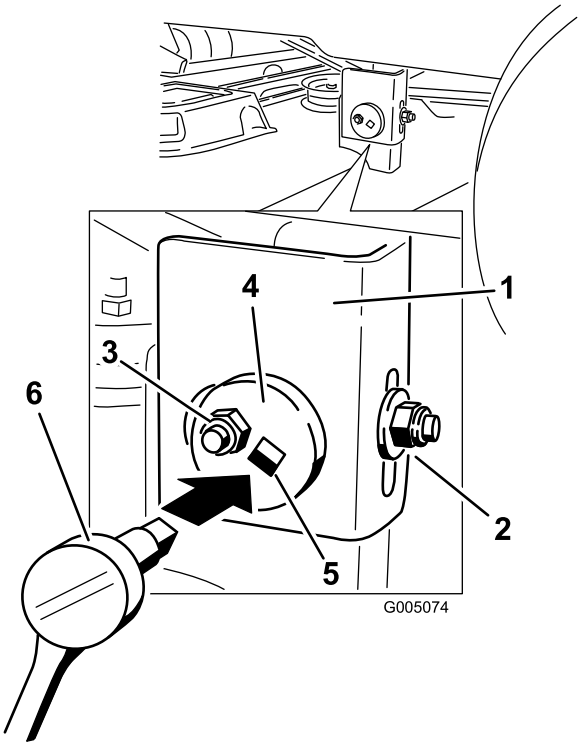

Figur 44
7. Gå til venstre side av maskinen. Løsne, men ikke fjern, bakre låsemutter på hengerbraketten (Figur 44).
8. Løsne sidelåsemutter på hengerbraketten nok til å tillate midtplaten å bli justert (Figur 44). Bruk en 3/8 tommer nøkkelforlenger på en pipenøkkel til å manipulere midtplaten. Bruk pipenøkkelen til å omjustere høyden til klippeenheten og justere ønsket høyde.
9. Stopp klippeenheten på justert posisjon, og trekk til sidelåsemutteren på hengerbraketten for å feste den nye posisjonen (Figur 44). Stram til bakre låsemutter på hengerbraketten.